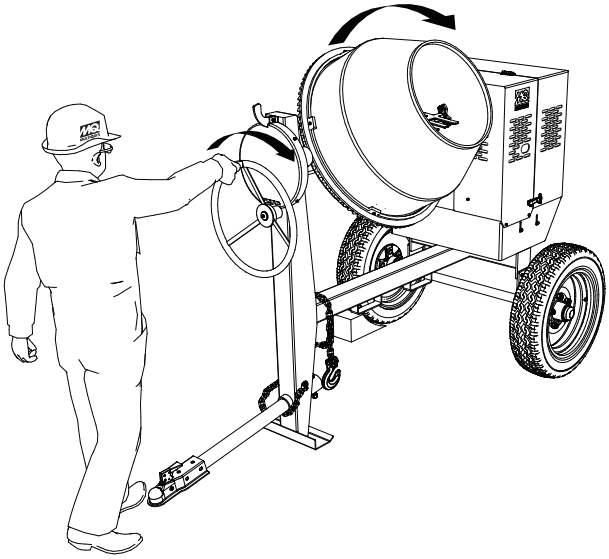

Figure 23. Positionnement du tambour de mélange
1. Pour positionner la cuve, s'assurer que la bétonnière est placée sur un sol ferme et nivelé, puis tirer vers le haut sur le loquet de déversement (Figure 23) et tourner le volant jusqu'à ce que la cuve soit à la position souhaitée. Une fois que la cuve est à la position souhaitée, tirer vers le bas sur le loquet de déversement pour verrouiller la cuve en position.